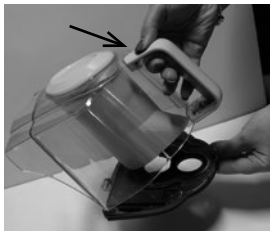

Fig 4
3. Press the latch to open the latch and empty the contents of the container (see Fig. 4).